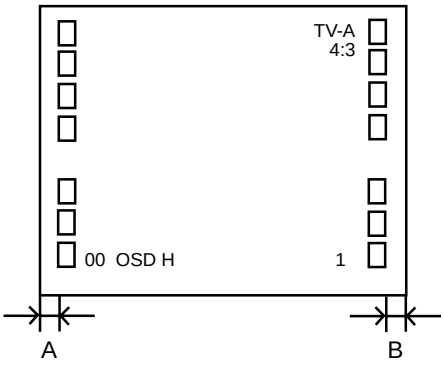

Fig. 2-4
4. Press the VOL. UP/DOWN button on the remote control until the difference of A and B becomes minimum. **(Refer to Fig. 2-4)**